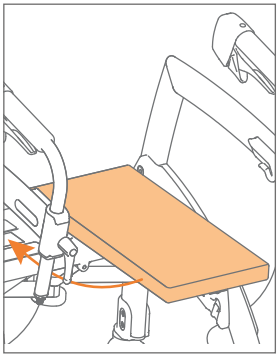

Abbildung 9: Ziehen Sie das Sitzkissen heraus und bringen Sie es wieder an.
c. Ziehen Sie das Sitzpolster heraus, drehen Sie es und bringen Sie es wieder an **(Abbildung 9)**.